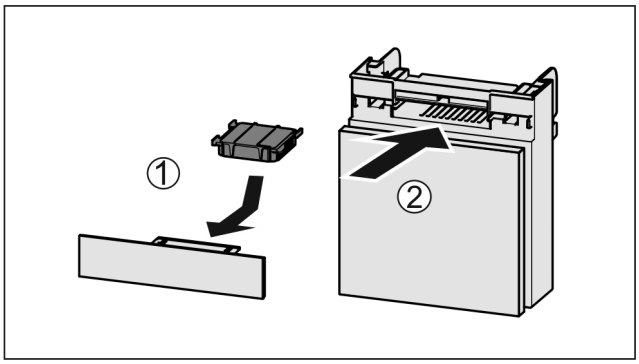

Fig. 201
▶ Insert the carbon filter as shown in the diagram *Fig. 201 (1)*.
▶ Push the compartment in *Fig. 201 (2)*.